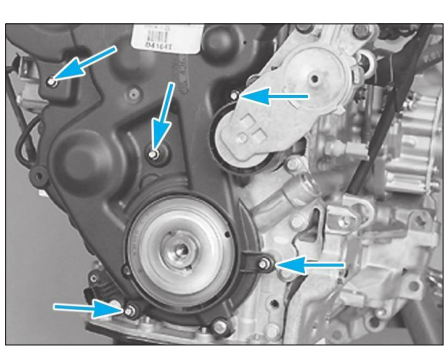

**Fig. 8**
- le carter inférieur de distribution **(Fig.8)**.